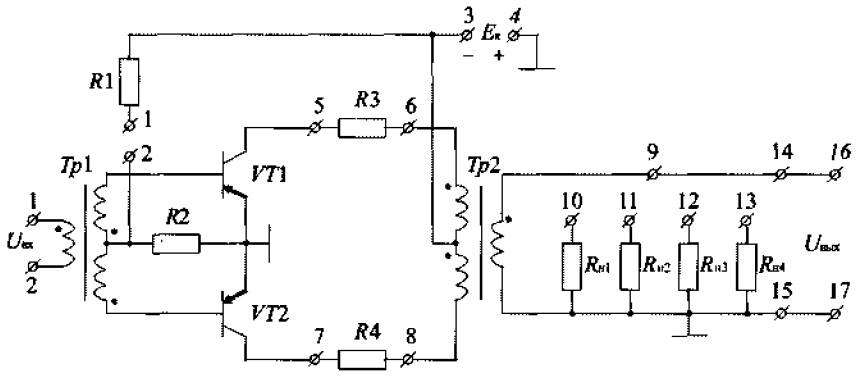

Рис. 26. Электрическая схема для исследования двухтактного выходного каскада
1. Нарисуйте схему для исследования двухтактного выходного каскада (рис. 26).